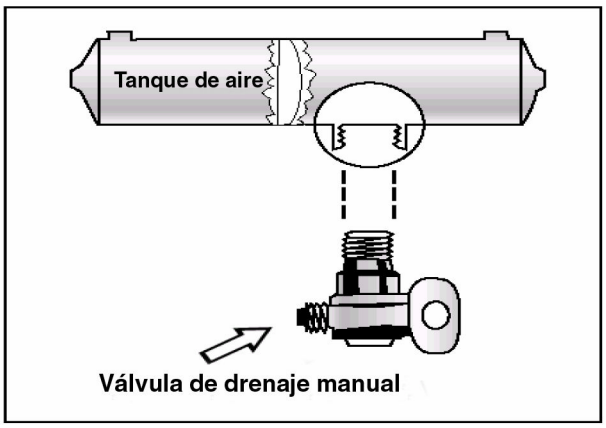

Figura 5.1
- Manual: se la gira un cuarto de vuelta o se tira de un cable. Se recomienda drenar manualmente los tanques al finalizar cada día de manejo. Ver la figura 5.1.